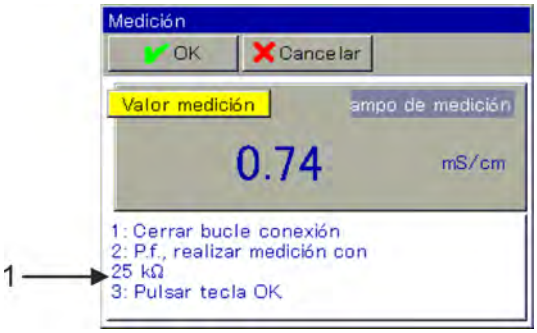

Fig. 78: Obedecer las instrucciones (pos. 1)
9. Ajuste el adaptador de calibración a 25 kΩ. Cuando la indicación de medición se haya estabilizado, confirme con «OK». (Véase Fig. 78 .)